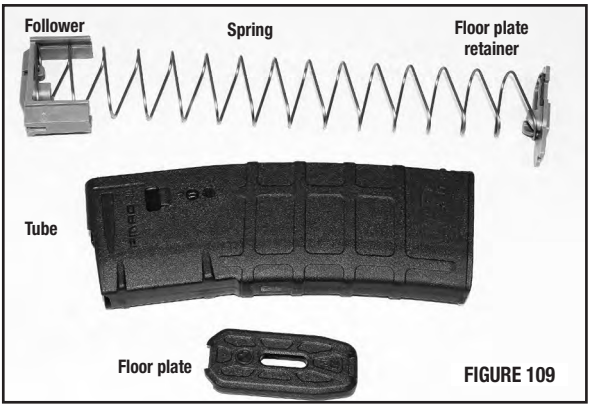

FIGURE 109
- FIGURE 109 shows the parts that make up the magazine.